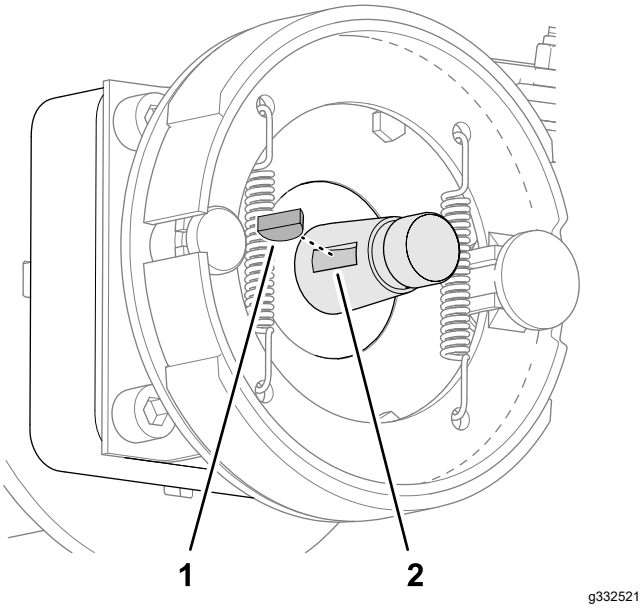

**Figur 73**
2. Sæt Woodruff-federen i rillen på hjulmotorakslen (Figur 73).